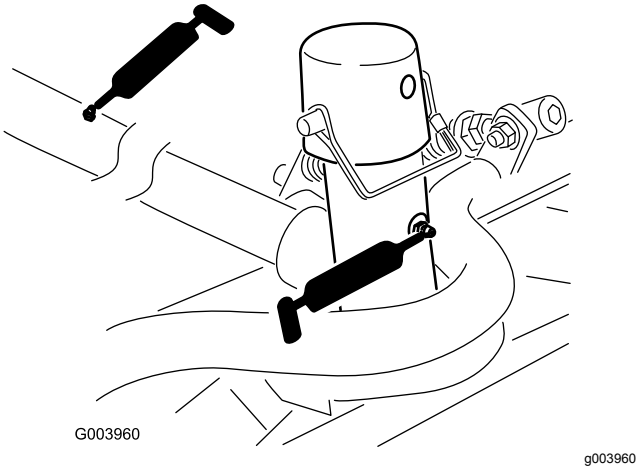

Figuur 66
- Draagframe en draaipunt van maaidek (2 elk) (Figuur 66)